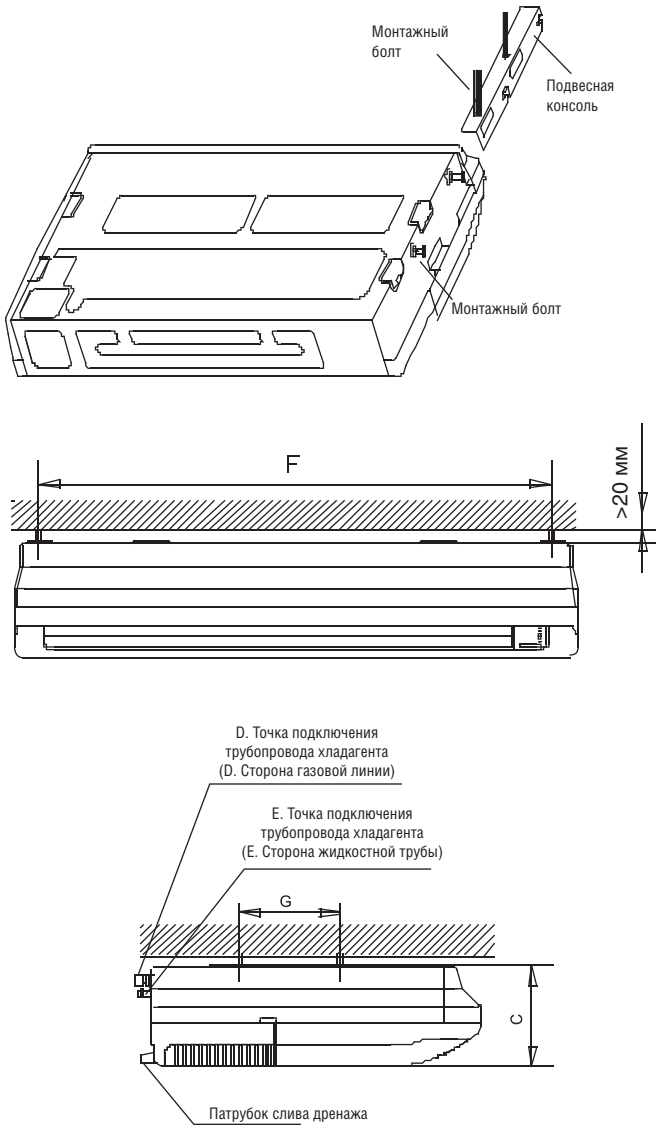

Рис. 4-13
- Навесьте блок на подвесную консоль, сдвинув его назад. Плотно затяните монтажные болты по обеим сторонам (см. рис. 4-13).